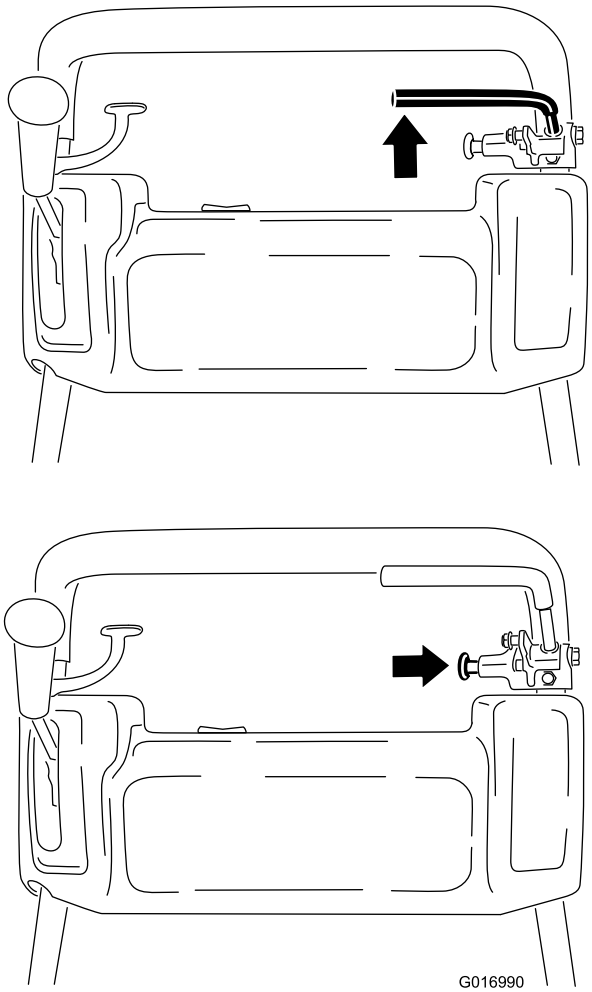

**Figura 34**
1. Engate totalmente o travão de serviço e empurre o manípulo do travão de estacionamento para permitir que o travão de serviço apoie no pino do travão de estacionamento (Figura 34).